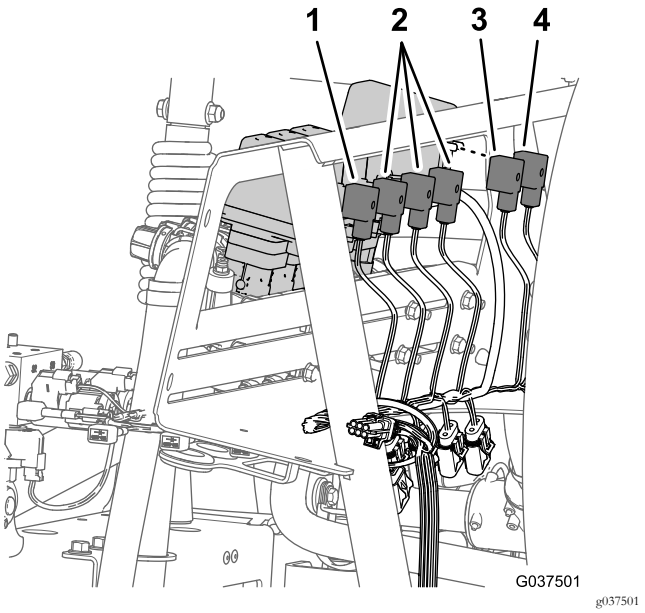

Figuur 22
2. Koppel achteraan de bevestigingsbeugel van het verdeelstuk de busconnector met 3 contacten los van de mengklep, alsook de busconnectors met 3 contacten van de 3 kleppen van de spuitbomen (Figuur 22).